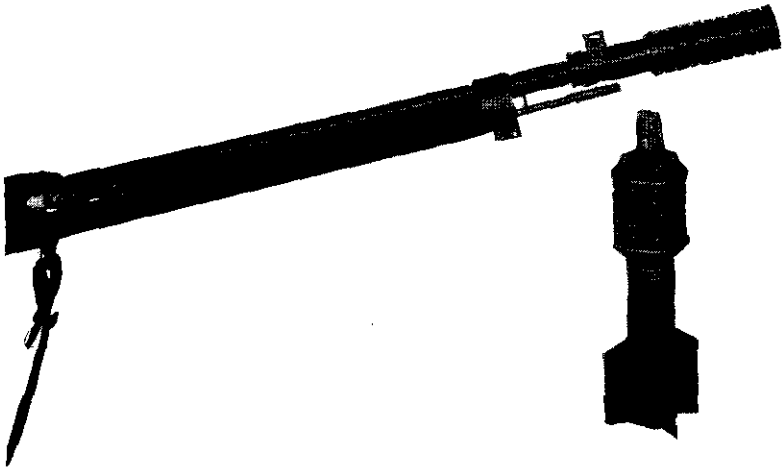
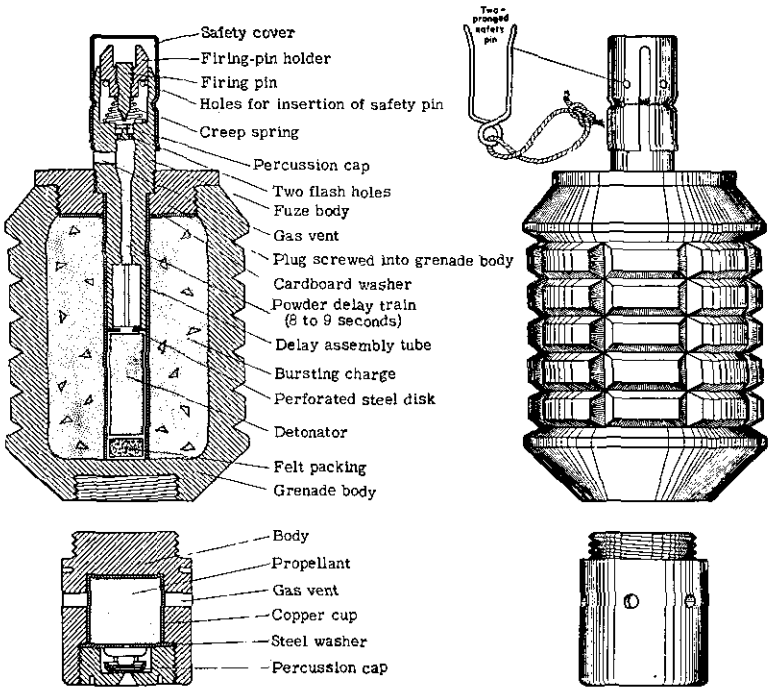

Figure 24.—High-explosive rifle grenade and spigot-type grenade launcher.
Figure 29.—Model 91 (1931) hand grenade.
(c) *Spigot-type.*—The spigot-type launcher (fig. 24) also fits over the muzzle and is locked behind the front sight of the rifle. Two types of grenades used in the spigot-type launcher are the high-explosive grenade and the smoke grenade.
The high-explosive rifle grenade (figs. 24 and 25) resembles the Model 91 (1931) hand grenade (par. **10**, p. 45) except that it has a fin assembly instead of the propelling charge. The exact manner of operating this rifle grenade is not known. It is thought that the rifle grenade is placed over the spigot, the safety pin pulled, and a special cartridge with a wooden projectile fired in the rifle. Setback probably causes the firing pin to
The Model 91 (1931) hand grenade (figs. 29 and 30) can be either fired from the Models 10 (1921) (par. **19**, p. 68) and 89 (1929) (par. **20e** (2), p. 81) 50-mm grenade dischargers or thrown by hand. It can also be modified for use as a rifle grenade by substituting a tubular tail fin assembly for the propellant container (see par. **8g** (2) (c), p. 36, and fig. 24, p. 37).